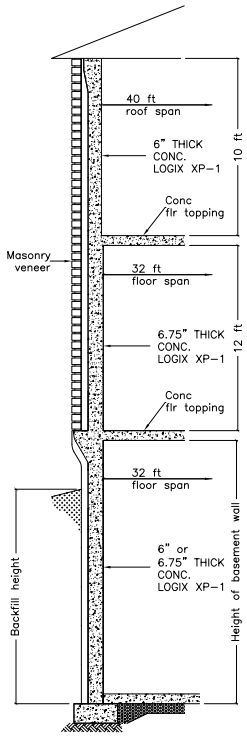

Fig 2A
Logix XP-1 below-grade Tables 1A to 1D shall be used in conjunction with corresponding Figures 2A to 2D, the notes listed below, and the building limitations noted in the "Reinforcement Tables", which form the basis of these tables.
3. Table 1A shall be read in conjunction with Fig 2A, and section "Notes for Below-grade Wall Tables."